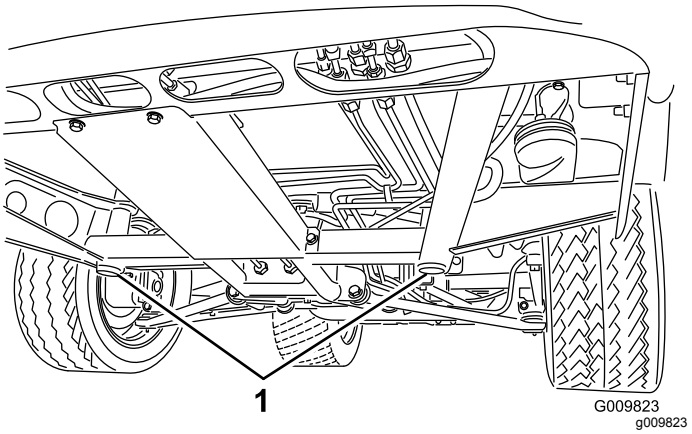
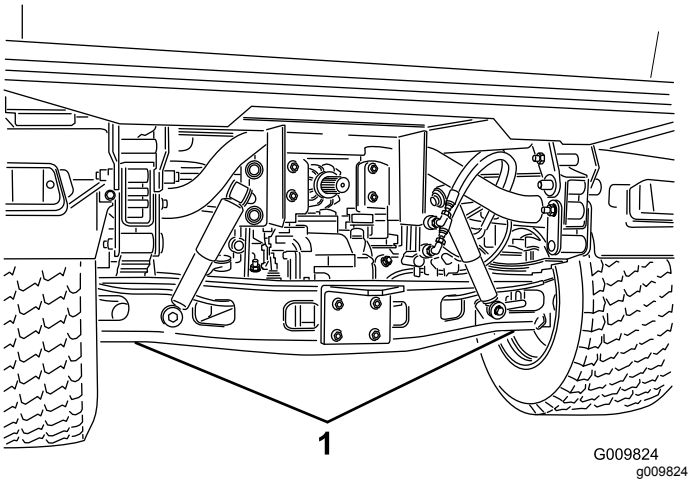

**Rysunek 37**
**Rysunek 38**
- Miejsce przyłożenia podnośnika z przodu pojazdu znajduje się pod przednim środkowym wspornikiem ramy (Rysunek 37), a z tyłu – pod osią (Rysunek 38).